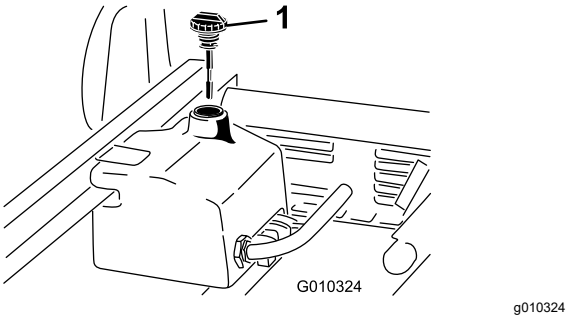

Bild 72
4. Reinigen Sie den Bereich um den Füllstutzen und den Deckel des Hydraulikbehälters (Bild 72).
6. Entfernen Sie den Peilstab (Bild 72) aus dem Füllstutzen und wischen ihn mit einem sauberen Lappen ab.